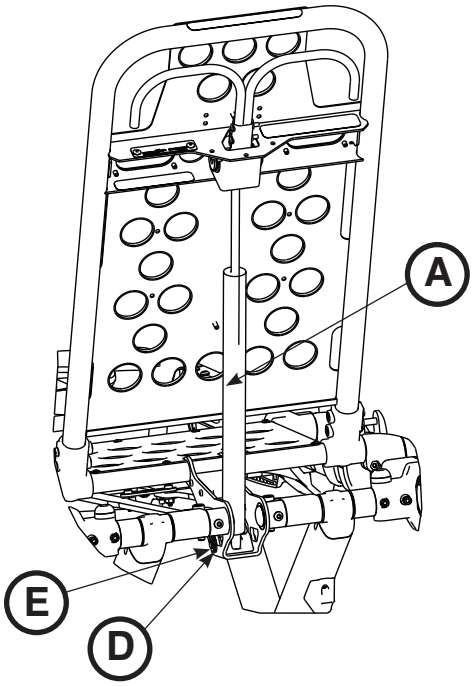
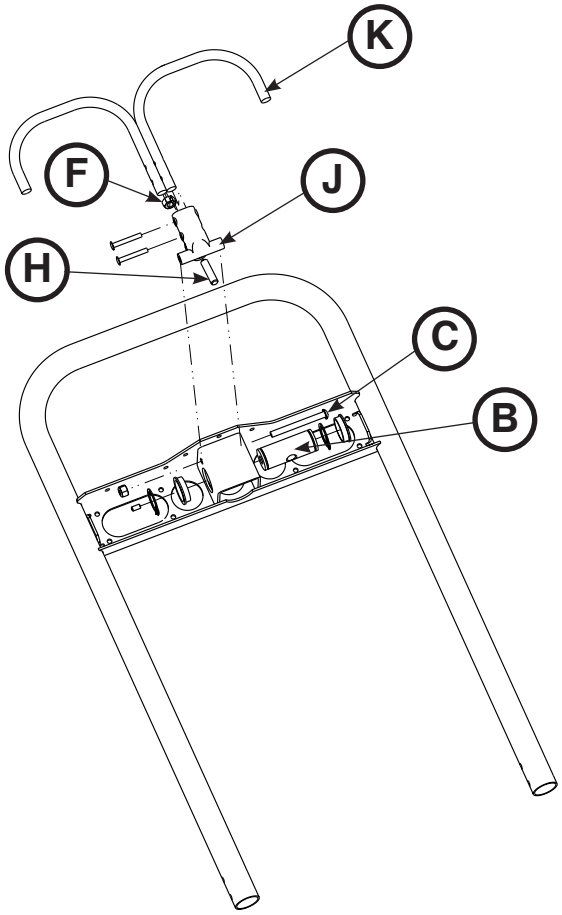

Abbildung 68
Abbildung 69
Hinweis: Vor Einstellung der Rückenlehne sicherstellen, dass der Zylinder (A) vollständig in das Gabelstück (B) gedreht ist, sodass am Zylinderschaft keine Windungen zu sehen sind. Sollten Windungen sichtbar sein, die Einstellschraube (C) in der Gabelstückmitte mit einem 3/32"-Sechskantschlüssel herausdrehen. Mit einem kleinen Schlitzschraubenzieher die Sicherungsscheibe und den Stift (D und E) entfernen, die den Unterteil des Pneumatikzylinders halten. Den Zylinderschaft (A) vollständig in das Gabelstück (B) hineindrehen. Sicherungsscheibe und Stift (D und E) wieder einsetzen. Die Einstellschraube (C) wieder eindrehen und mit Loctite® (Schraubensicherungskleber) fixieren. (Abbildung 68 und Abbildung 69)
2. Die Sechskantmutter (F) am Drehzapfen (J) der Rückenlehne mit einem 1/2-Zoll-Kombischlüssel lösen und dabei die Einstellschraube (H) im Drehzapfen festhalten (Abbildung 69).
3. Die Einstellschraube (H) mit einem 5/32-Zoll-Sechskantschlüssel festdrehen, bis zwischen dem Entriegelungsgriff (K) für die Rückenlehne und dem Entriegelungsknopf für den Pneumatikzylinder kein Spiel mehr ist (Abbildung 69).
5. Die Sechskantmutter (F) mit einem 1/2-Zoll-Kombischlüssel anziehen und dabei die Einstellschraube (H) im Drehzapfen festhalten (Abbildung 69).